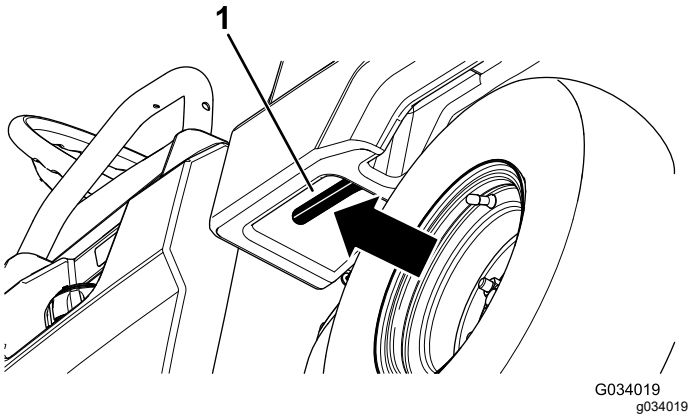

Figura 11
1. Puxe a alavanca para a esquerda, dentro da plataforma de carga, para si, e eleve a plataforma de carga (Figura 11).
1. Levante ligeiramente a plataforma de carga levantando a alavanca de bloqueio (Figura 11).